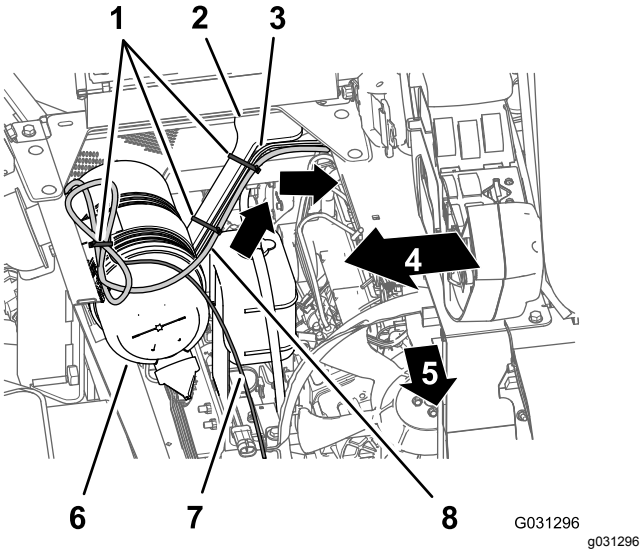

Figur 170
1. Dra elkablagedelen på 220 cm för navigeringssystemet tvärs över säteslådvinkeln och ned längs motorhöljets vänstra stöd (Figur 170).
2. Fäst kablaget på motorhöljets stöd med kabelband (Figur 170).